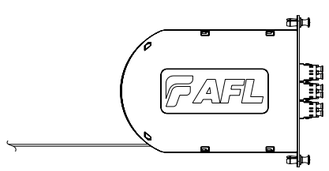

Figure 13
1. First, lay out incoming cable and Poli-MOD onto a flat working surface **(Figure 13)**.